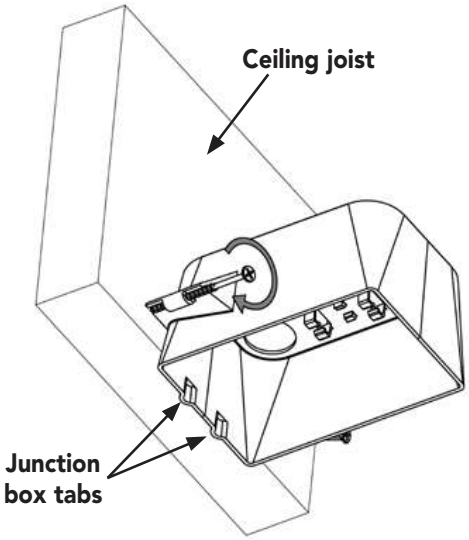

Figure 8
3. Locate the two tabs on the junction box, and line them up against a ceiling joist. The tabs locate the junction box slightly raised from the joist. Screw the two screws into the ceiling joist to secure the junction box **(Figure 8)**.